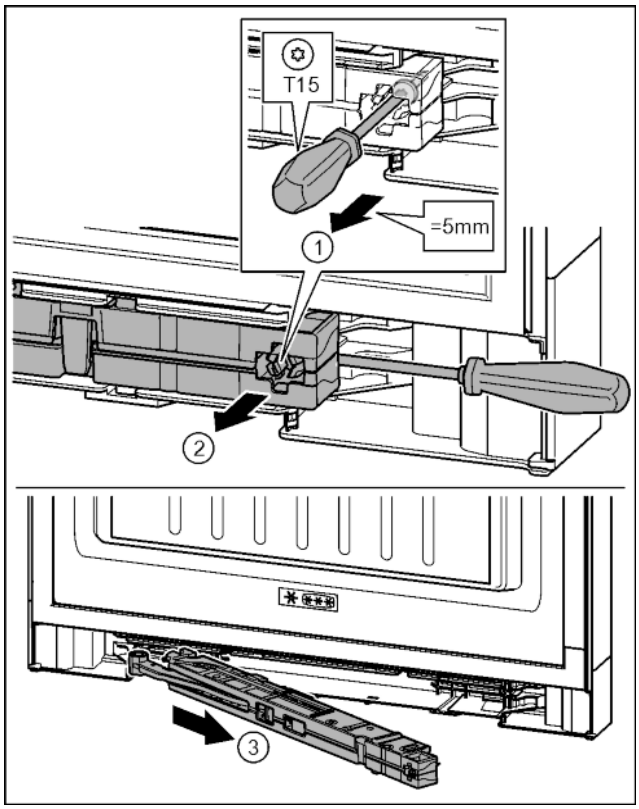

Fig. 19
▶ Šroub na jednotce tlumiče zavírání povolte šroubovákem T15 o cca 5 mm. *Fig. 19 (1)*
▶ Šroubovákem na straně madla zajeďte za jednotku tlumiče zavírání. Otočte jednotku dopředu. *Fig. 19 (2)*
▶ Vytáhněte jednotku. *Fig. 19 (3)*